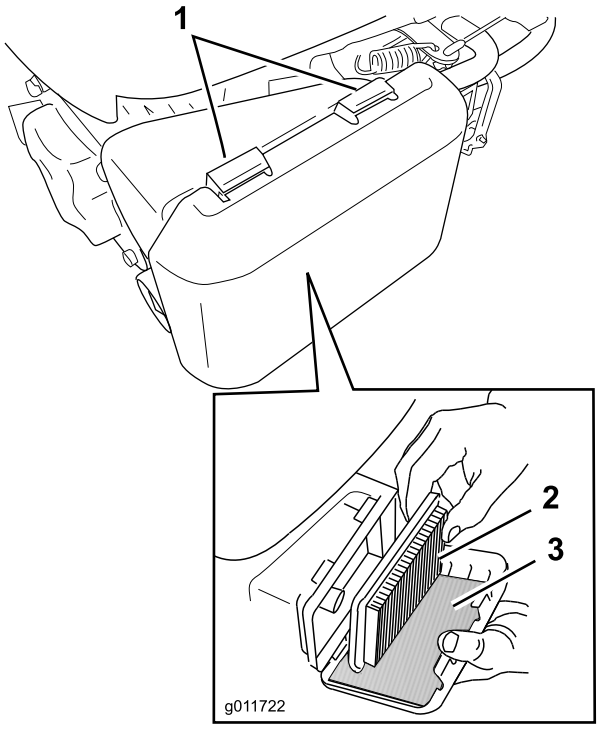

Figura 19
1. Premete verso il basso le linguette di chiusura del coperchio del filtro dell'aria (Figura 19).
3. Estraete il filtro aria di carta e il prefiltro in schiuma sintetica (Figura 19).